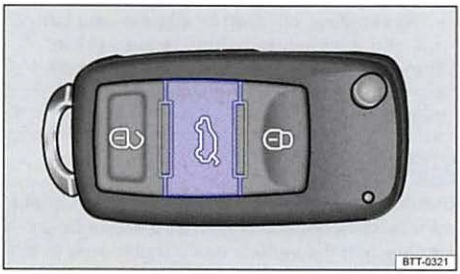

Fig. 27 In the remote control vehicle key: button to unlock and open the rear hatch.
- Briefly press the button on the remote control vehicle key ⇒ fig. 27 to *unlock* the rear hatch.